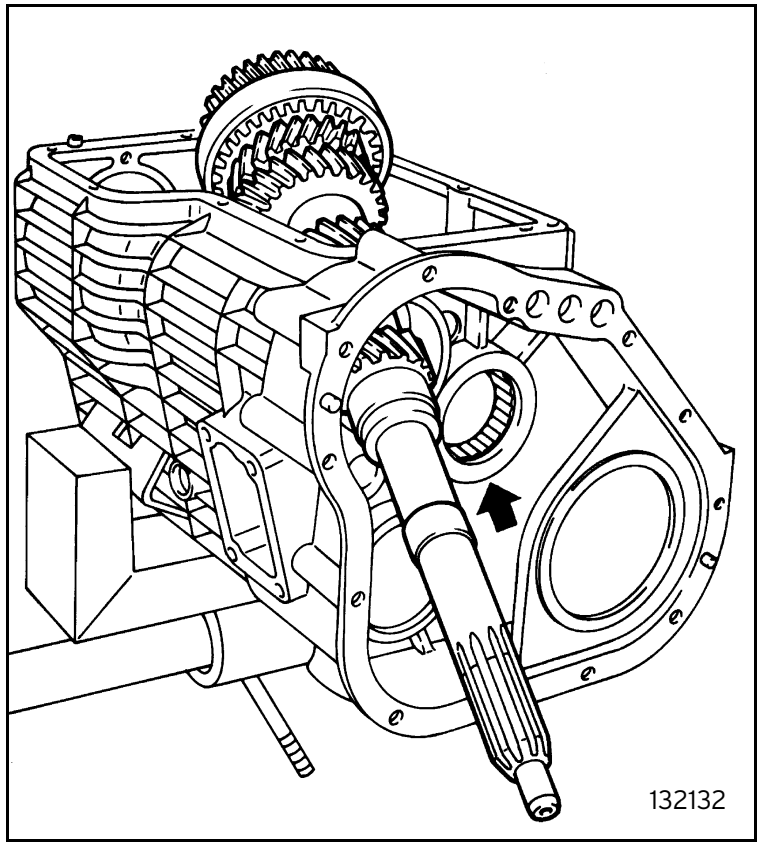

Fig. 32
- free the main shaft from the bearing on the oil pump side, slope it and remove it upwards (figure 32);